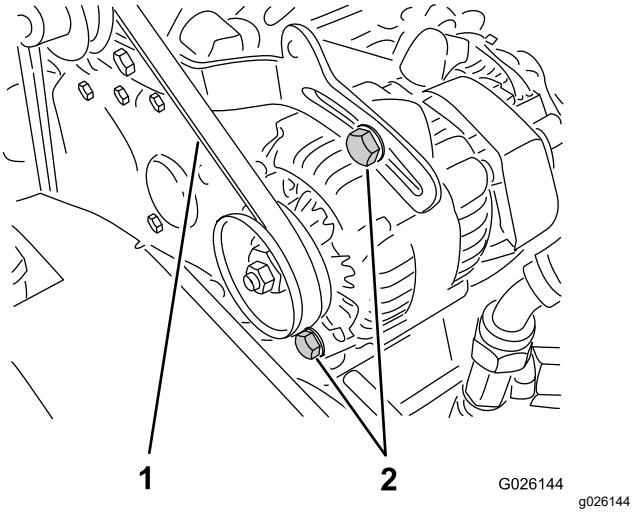

Figura 62
2. Compruebe la tensión presionando la correa en el punto intermedio entre las poleas del cigüeñal y del alternador con una fuerza de 10 kg (22 libras) (Figura 62).
A. Afloje los 2 pernos de montaje del alternador (Figura 62).
luego apriete los pernos de montaje (Figura 62).